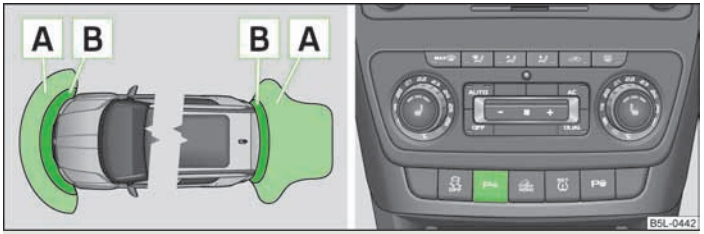

图 118 驻车辅助系统：传感器的作用距离/接通驻车辅助系统
■ 如果激活系统约 3 秒钟后，仍然发出警告音，而汽车附近没有任何障碍物，则说明存在系统故障。另外还通过按钮 » 图 118，见第 124 页 中的符号 闪烁指示故障。请到特许维修站排除故障。
距离报警在与车后障碍物的距离约 160 cm 时和与车前障碍物的距离约 120 cm 时开始 A » 图 118。随着汽车与障碍物距离的缩短，脉冲报警声的时间间隔也在缩短。
从距离约 30 cm 起 B » 图 118 起发出一个持续音 - 危险区域。从这个时刻起不允许继续行驶！
该系统在挂入倒挡或者按压符号按钮 P » 图 118 时激活，其中按钮上的符号 P 会亮起。激活可通过一个短促的声音信号确认。